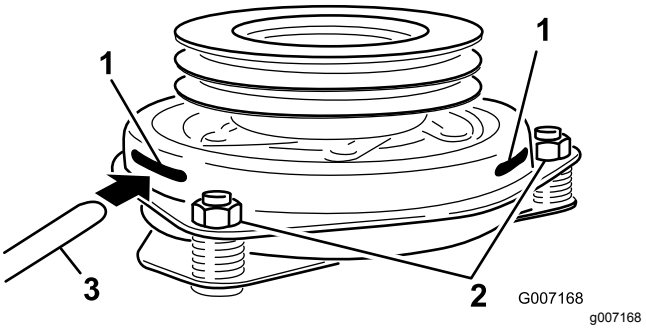

Rysunek 77
9. Włóż szczelinomierz 0,381–0,533 mm przez szczelinę kontrolną z boku zespołu (Rysunek 77).
10. Dokręcaj nakrętki blokujące do momentu, aż na szczelinomierzu można będzie wyczuć niewielki opór (mimo to można go będzie łatwo poruszać w szczelinie powietrznej) (Rysunek 77).